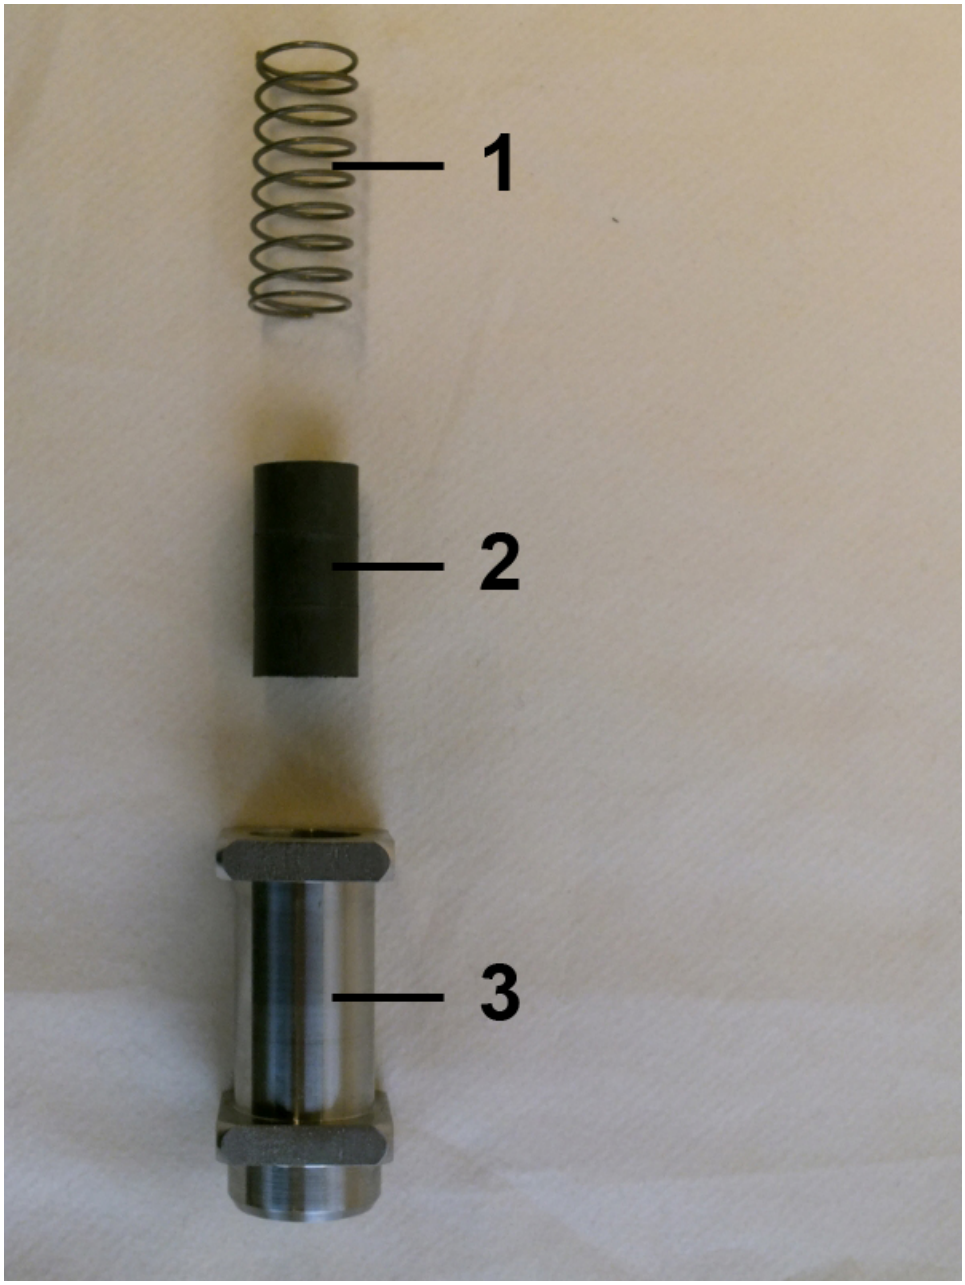

Fig. 44: Spring, magnets and float
5. The inner parts of the flow monitor consist of the spring (*Fig. 44*/1), magnets (*Fig. 44*/2) and float (*Fig. 44*/3).